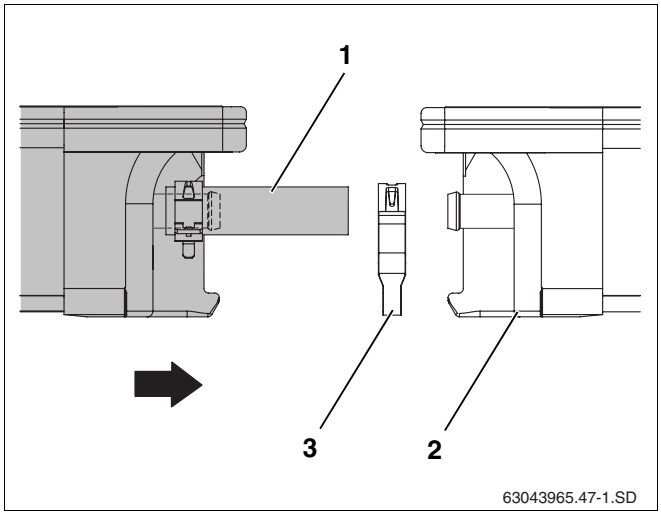

Rys. 46 Dosunięcie drugiego kolektora do pierwszego
- Ułożyć drugi kolektor z zamontowanymi wężami instalacji solarnej (rys. 46, **poz. 1**) na szynach profilowanych i włożyć go w zabezpieczenie przed zsunięciem się.
- Drugą zaciskową opaskę sprężynującą (rys. 46, **poz. 3**) wsunąć na wąż instalacji solarnej.
- Drugi kolektor dosunąć do pierwszego (rys. 46, **poz. 2**), tak aby zamontowane węże instalacji solarnej można było włożyć na przyłącza pierwszego kolektora znajdujące się z lewej strony.